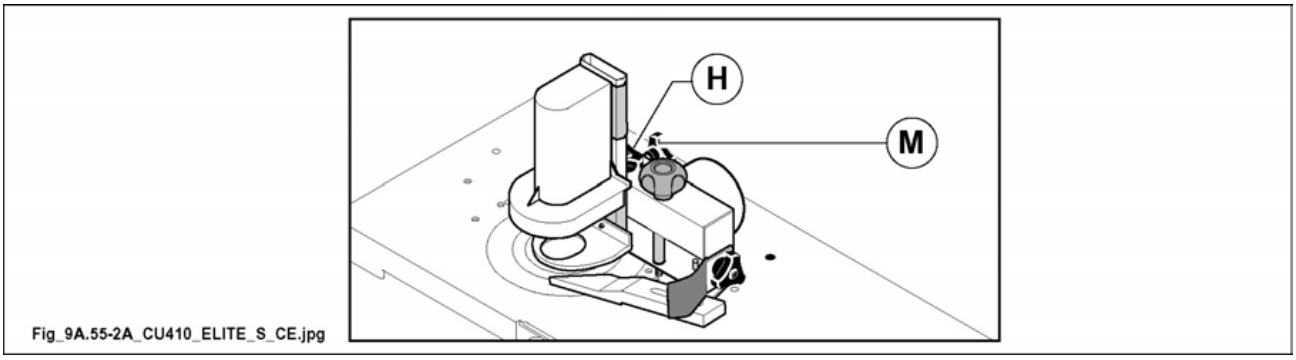

Fig. 9.55-2A
- loosen the knob (H fig. 9.55-2A) and act on the knob (M fig. 9.55-2A) to make micrometric adjustments;
- tighten the knob (H fig. 9.55-2A).